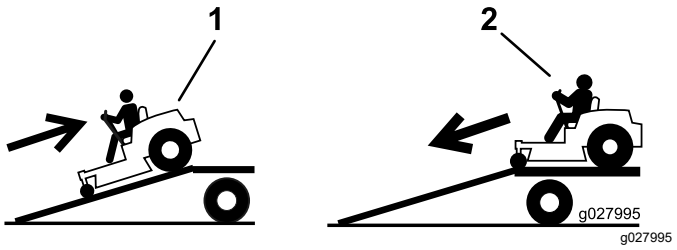

Figura 33
4. Suba la máquina por la rampa en marcha atrás (Figura 33).
2. Baje la máquina por la rampa conduciendo hacia delante (Figura 33).